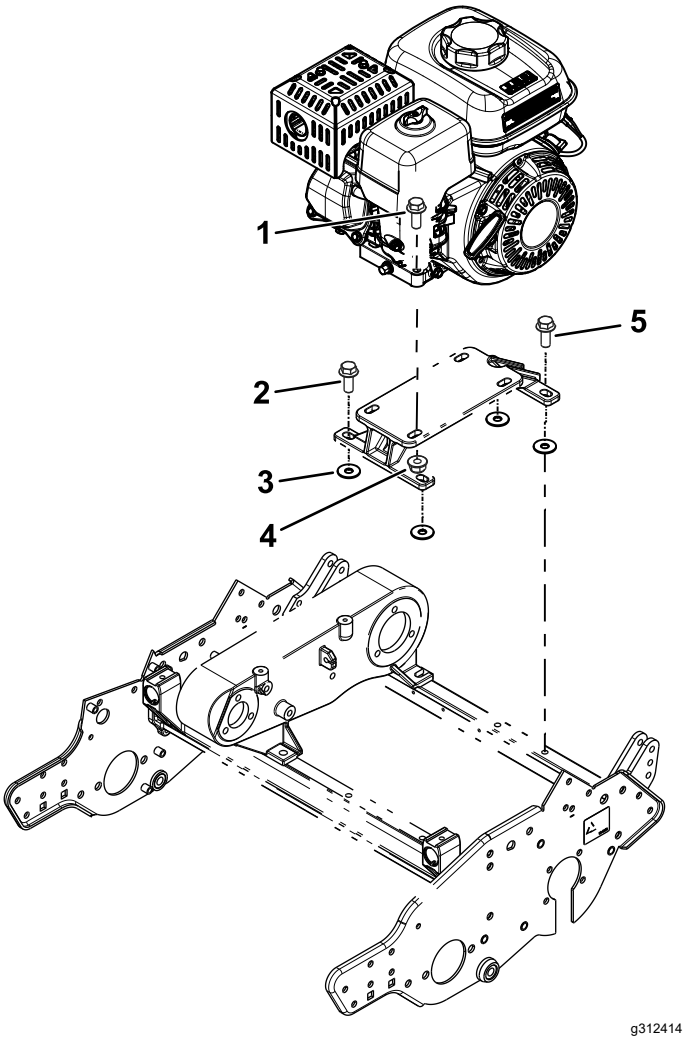

Figura 4
3. Montate la staffa di montaggio del motore sulla macchina con i bulloni rimossi in precedenza e 4 rondelle (⅜" x 1⅛"), come illustrato nella Figura 4.
Montate, senza serrarlo, il bullone posteriore sinistro del motore (illustrato nella Figura 4).
4. Montate il motore sulla staffa di montaggio del motore utilizzando i bulloni e i dadi rimossi in precedenza (Figura 4).
8. Rimuovete il bullone posteriore sinistro dalla base del motore (Figura 4) e utilizzate il bullone per fissare il serratubi a R e il cavo dell'acceleratore alla base del motore.
10. Serrate tutti i dispositivi di montaggio del motore e i bulloni della staffa di montaggio del motore (Figura 4).